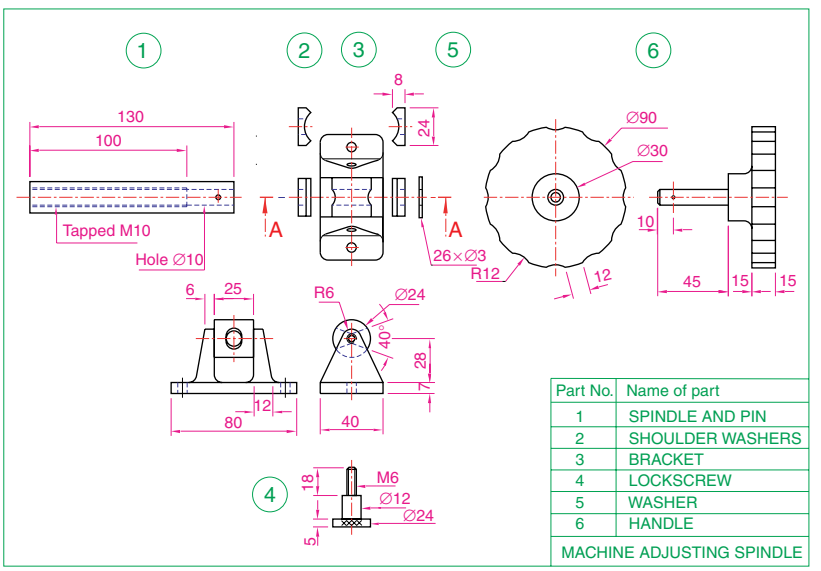

Fig. 11.17 Exercise 2
2. Construct a similar sheet set as in the answer to Exercise 1 from the exploded orthographic drawing of a **Machine adjusting spindle** given in Fig. 11.17.